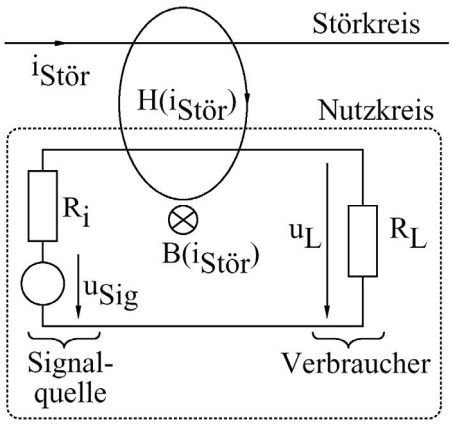

Bild 59: Magnetisch beeinflusster Nutzkreis
a) In Bild 59 ist der magnetische Koppelmechanismus ersichtlich.
Der Strom $i_{Stör}$ stellt die Störgrösse dar. Er erzeugt eine magnetische Induktion $B(i_{Stör})$ und damit einen magnetischen Fluss $\phi(i_{Stör})$. Der Fluss durchsetzt die in Bild 59 dargestellte Masche des Nutzkreises. Eine von $i_{Stör}$ hervorgerufene Flussänderung induziert eine Störspannung $u_{Stör}$ in die Masche des Nutzkreises. Die Spannung u_L an der Last, welche durch die magnetisch eingekoppelten Störspannung $u_{Stör}$ einen Störanteil enthält, beträgt:
b) Der Störanteil $u_{LStör}$ an der Lastspannung u_L beträgt für die Anordnung nach Bild 59: